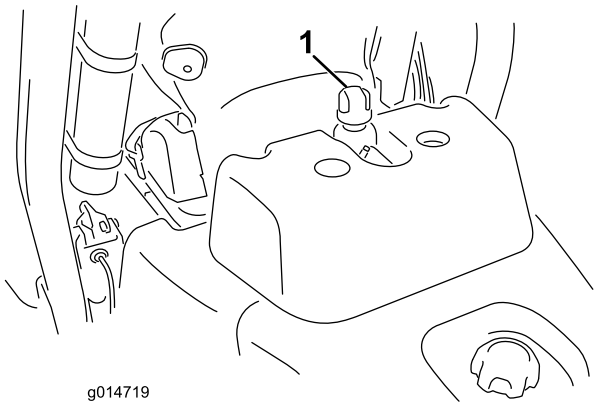

Figur 30
2. Fjern hætten fra beholderen (Figur 30).